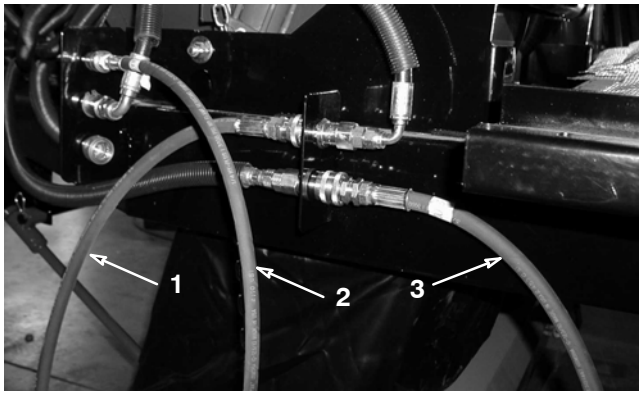

Figure 4
5. Connect hydraulic motor hose quick couplers to the Versa Vac couplers as shown in figures 4.